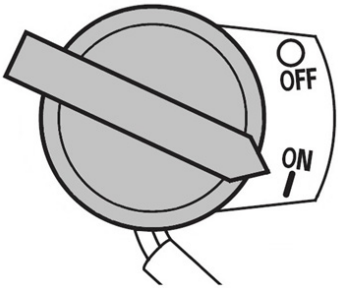

Рис. 11 Выключатель зажигания в положении «Включено»
4. Выключатель зажигания установите в положение «ON» (Включено) (Рис. 11).
3. Переведите выключатель зажигания в положение OFF (Выключено) (Рис. 11).